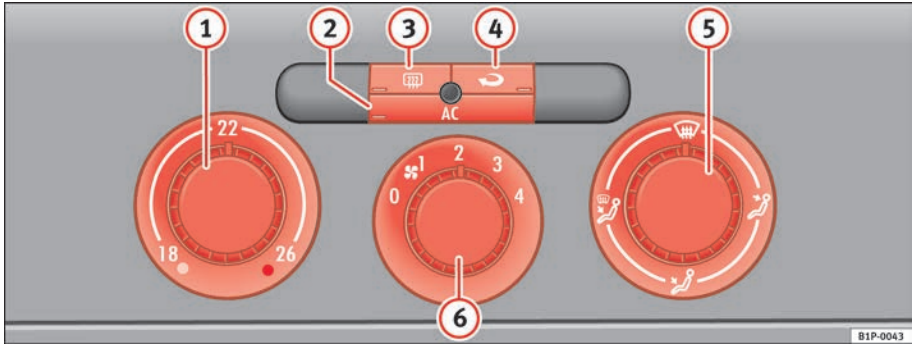

Fig. 107 On the dash panel: Climate controls
– Turn the temperature selector ⇒ fig. 107 (1) clockwise to select the required temperature.